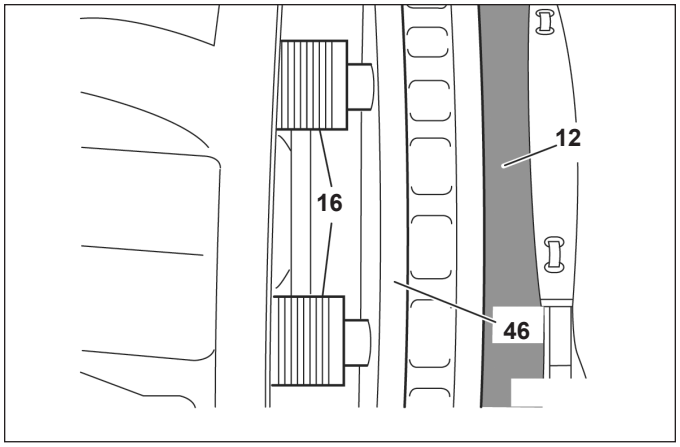

Figure 51 – Use of a New Brake Pad as a Spacer
5.5.10 Inspect the threaded tubes (16). *See Figures 51 and 52*. Extend the tubes, but by less than 1.75 in. (44.5 mm), by turning the shear adapter (61) clockwise. Inspect the threads for rust, corrosion, or damage etc. If there is evidence of damage to the threads, significant rust, or corrosion, the caliper/carrier assembly must be replaced.
If the technician is working with the caliper on the vehicle, the technician may place a new brake pad (12) into the outboard gap to help avoid the loss of thread engagement of the threaded tubes. (*See Figure 51*.)